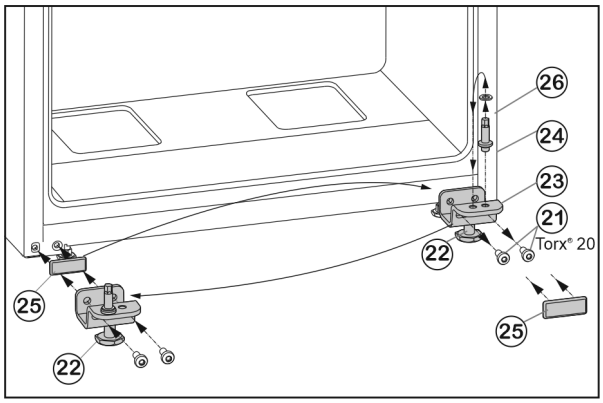

Fig. 7
▶ Deșurubați șuruburile de fixare *Fig. 7 (21)*.
▶ Scoateți suportul lagărului inferior *Fig. 7 (23)* complet cu bolțul suportului *Fig. 7 (24)*, șaiba *Fig. 7 (26)* și piciorul reglabil *Fig. 7 (22)*.
▶ Deșurubați bolțul suportului *Fig. 7 (24)* complet cu șaiba *Fig. 7 (26)*, montați-o invers în orificiul de preluare a suportului lagărului și strângeți din nou ferm.
▶ Scoateți cu precauție placa de mascare *Fig. 7 (25)* și instalați-o pe partea opusă.
▶ Înșurubați din nou ferm suportul lagărului inferior *Fig. 7 (23)* complet, cu bolțul suportului *Fig. 7 (24)*, șaiba *Fig. 7 (26)* și piciorul reglabil *Fig. 7 (22)* pe noua parte a șarnierei, este cazul cu ajutorul unei mașini de înșurubat **(cu 4 Nm)**.
▶ Așezați ușa de sus pe bolțul șurubului *Fig. 7 (24)*.
▶ Deșurubați piciorul reglabil *Fig. 7 (22)* de la suportul lagărului inferior *Fig. 7 (23)*, până când acesta se așează pe sol.